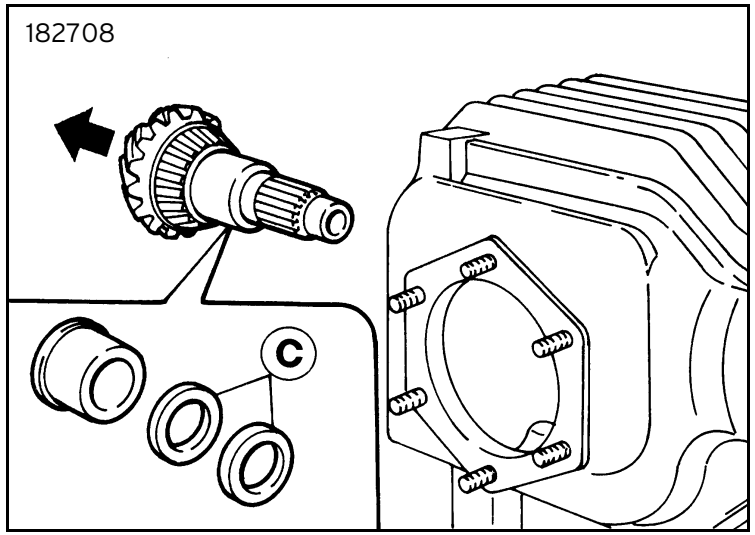

Fig. 8
- Remove the pinion with inner bearing, shims and adjustment shims C (figure 8).